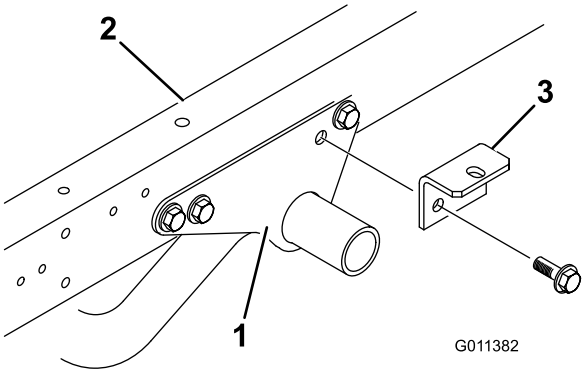

Figur 5
1. Fjern (2) flangeskruer og flangelåsemøtrikker, der fastgør den bageste del af hvert monteringsbeslag på motorstellet på hver side af køretøjets stel (Figur 5).
2. Fastgør et redskabsbeslag på hver af motorstellets monteringsbeslag og køretøjets stel med de (2) flangeskruer og flangelåsemøtrikker, som du fjernede tidligere (Figur 5).